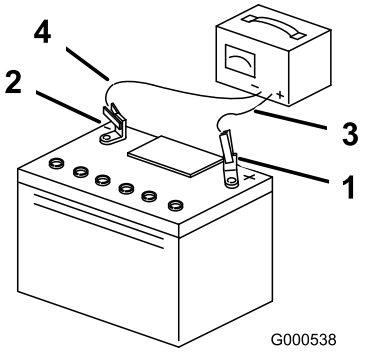

**Figur 47**
3. Når batteriet er helt oppladet, kobler du laderen fra strømuttaket, og deretter laderledningene fra batteripolene (Figur 47).